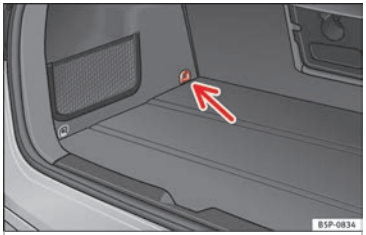

Fig. 24 Top Tether* securing ring.
– Press the child seat onto the “ISOFIX” retaining rings until the child seat can be heard to engage securely. If the child seat is equipped with Top Tether* anchor points, secure it to the correspondent ring ››› Fig. 24. Follow the manufacturer's instructions.